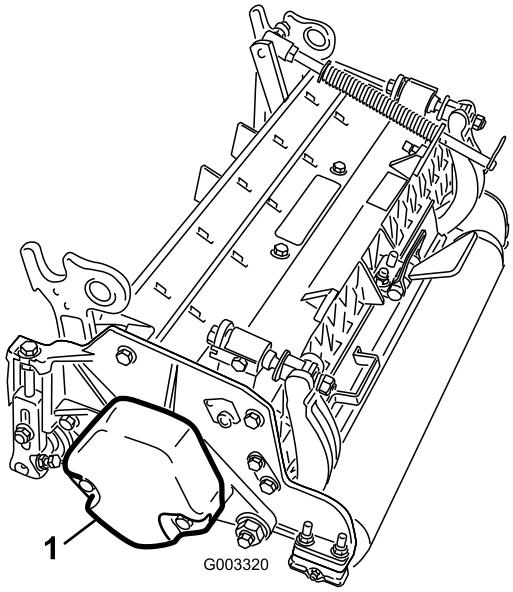

图4
4. 按照滚刀组*操作员手册*的描述确保将配重块图4安装到滚刀组正确的一端上。